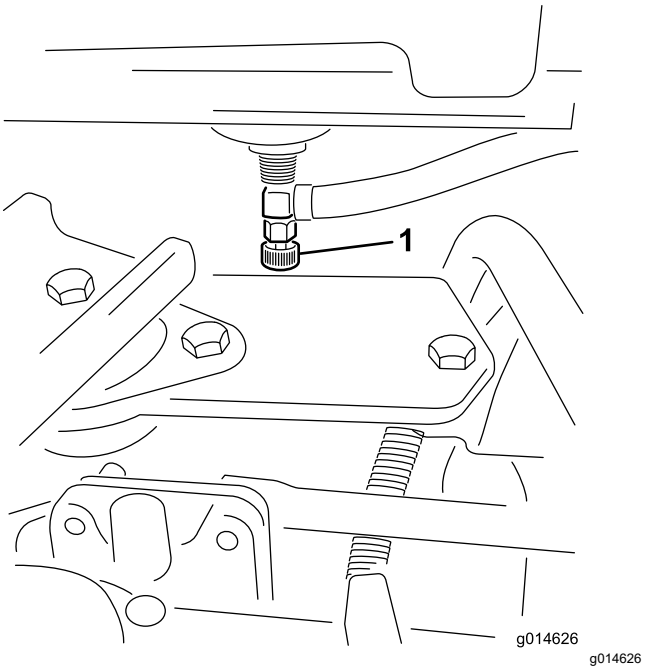

Rysunek 34
1. Zamknij zawór odcinający paliwo (Rysunek 34) znajdujący się pod zbiornikiem paliwa.